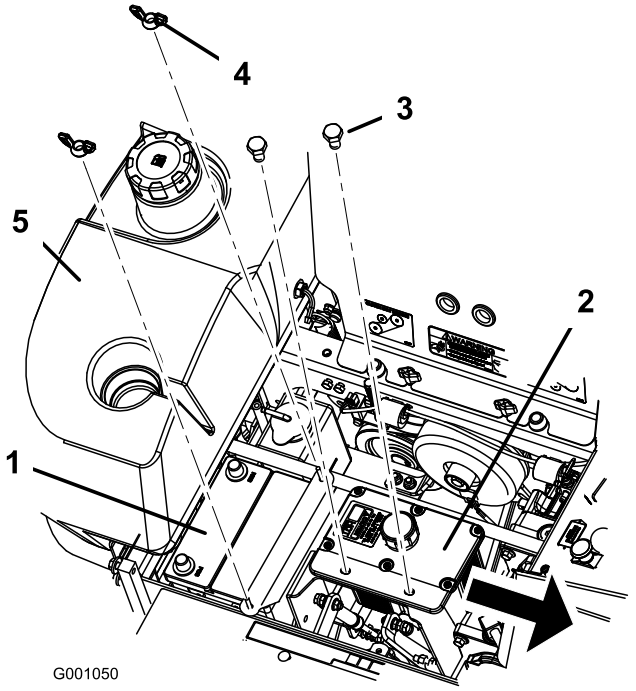

Figur 46
6. Fjern de to vingemøtrikker (1/4 tomme), som fastholder batteriets spændestykke (Figur 46).
7. Løsn de to bolte, der holder hydrauliktanken (Figur 46).
1. Placer batteriet i bakken, så polerne vender væk fra hydrauliktanken (Figur 46).
6. Fastgør batteriet med J-bolte, hold spændestykket og 2 skiver (1/4 tomme) nede og 2 vingemøtrikker (1/4 tommer) (Figur 46).